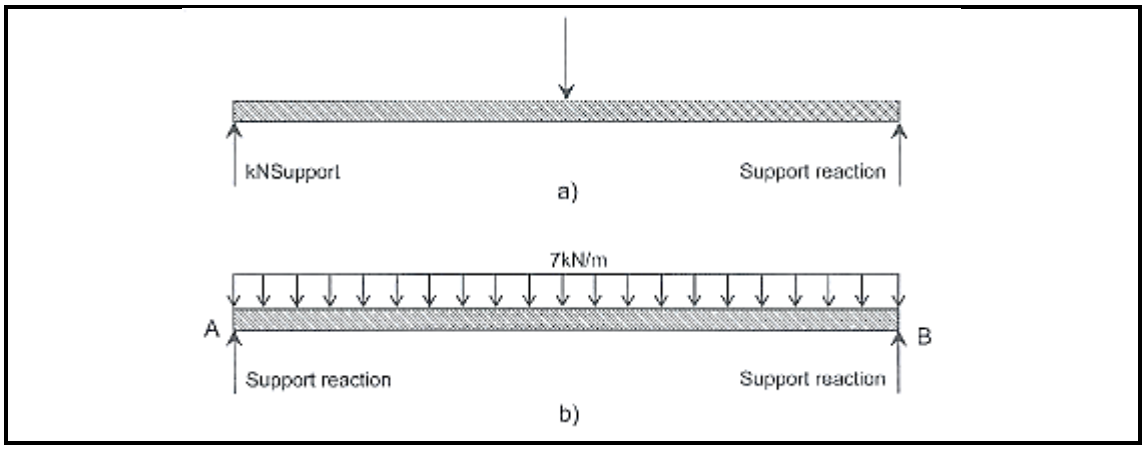

FIGUUR 2 (2)
1.4 Onderskei tussen die TWEE laste wat in FIGUUR 2 geïllustreer word.